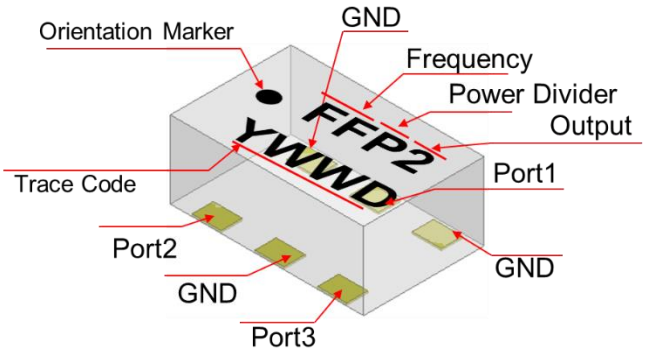

**Figure 1. CXD25P02 (Top View)**
***Figure 1*** shows the locations of the CXD25P02 ports. The orientation marker is included to represent port 1.